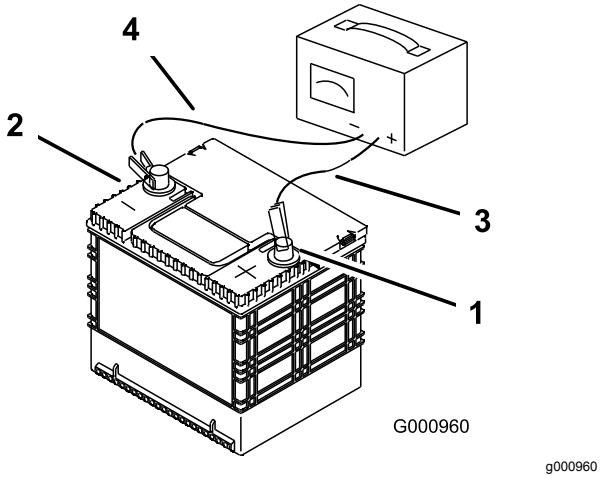

Figuur 48
3. Zodra de accu volledig is opgeladen, haalt u de acculader uit het stopcontact en maakt u vervolgens de oplaadkabels los van de accuklemmen (Figuur 48).